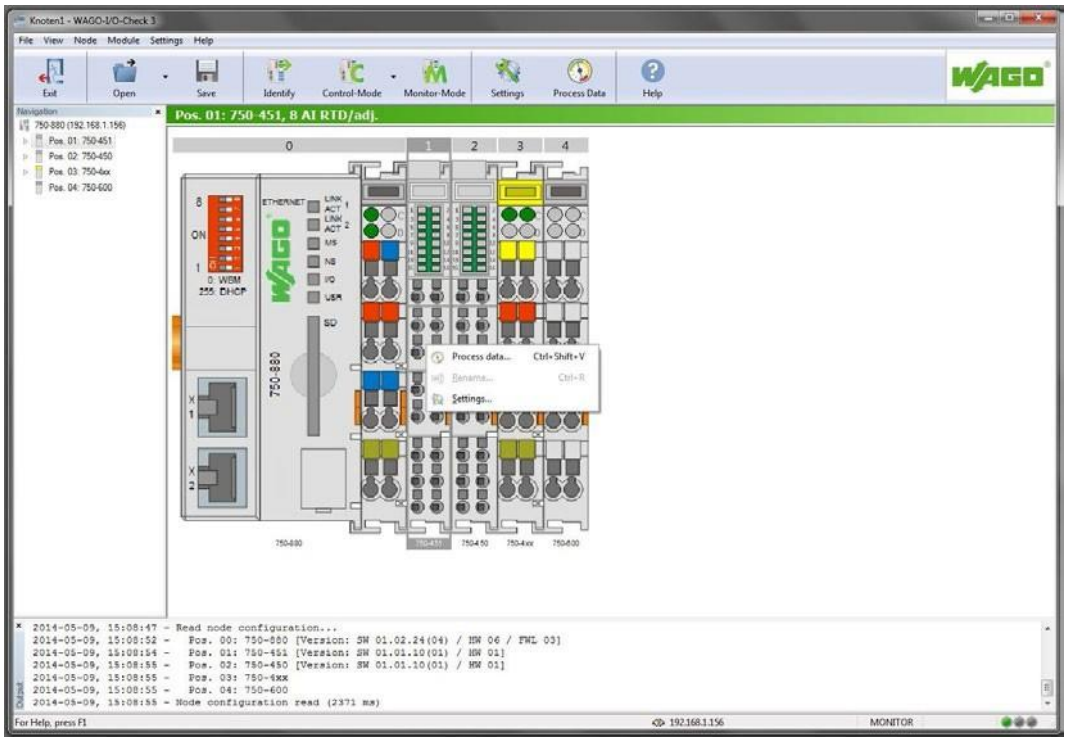

Рисунок 12: Пользовательский интерфейс утилиты WAGO-I/O-*CHECK*
2. Выбирите пункт меню «**Settings**» (см. Рис. 12)